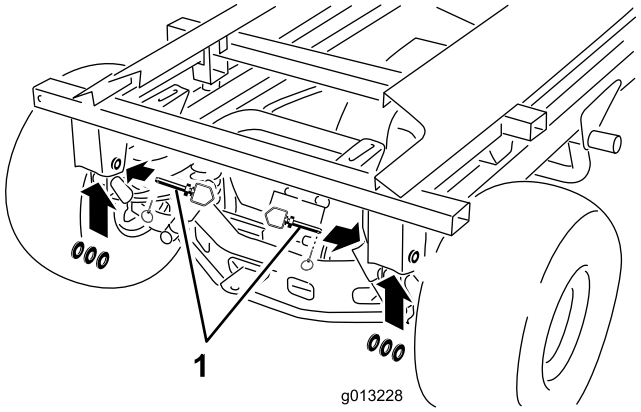

Figur 50
10. Fjern de bageste ringstifter, koblingstapper og skiver (Figur 50).